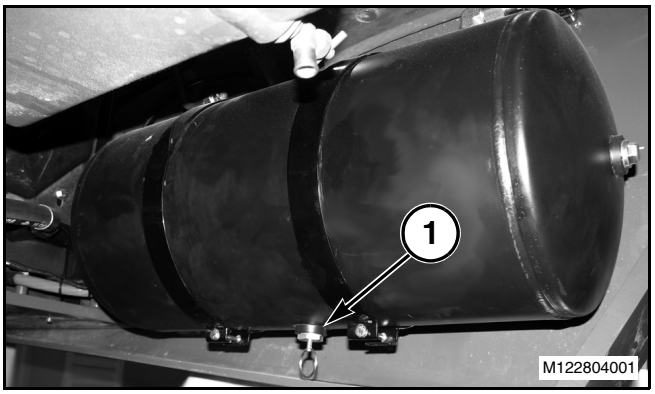

Рис. 90
Рис. 90: Воздушный бак расположен под машиной на внутренней стороне правой балки рамы. Потяните за кольцо (1) на дренажном клапане, чтобы слить конденсат, находящийся в воздушном баке.